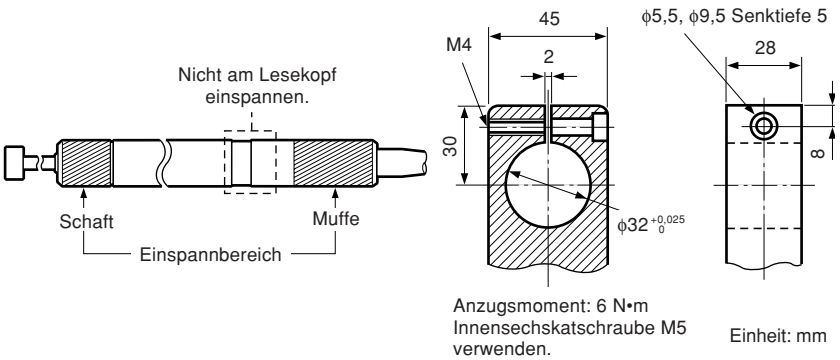

**Abb. 1 Montagepositionen** **Abb. 2 Abmessungen des Montagehalterung**
- Der Messtaster wird an Schaft und Muffe montiert (in Abb. 1 schraffiert dargestellte Bereiche). Da der Lesekopf im Firmenlogo eingebaut ist, darf der Messtaster auf keinen Fall an dieser Position eingespannt werden.